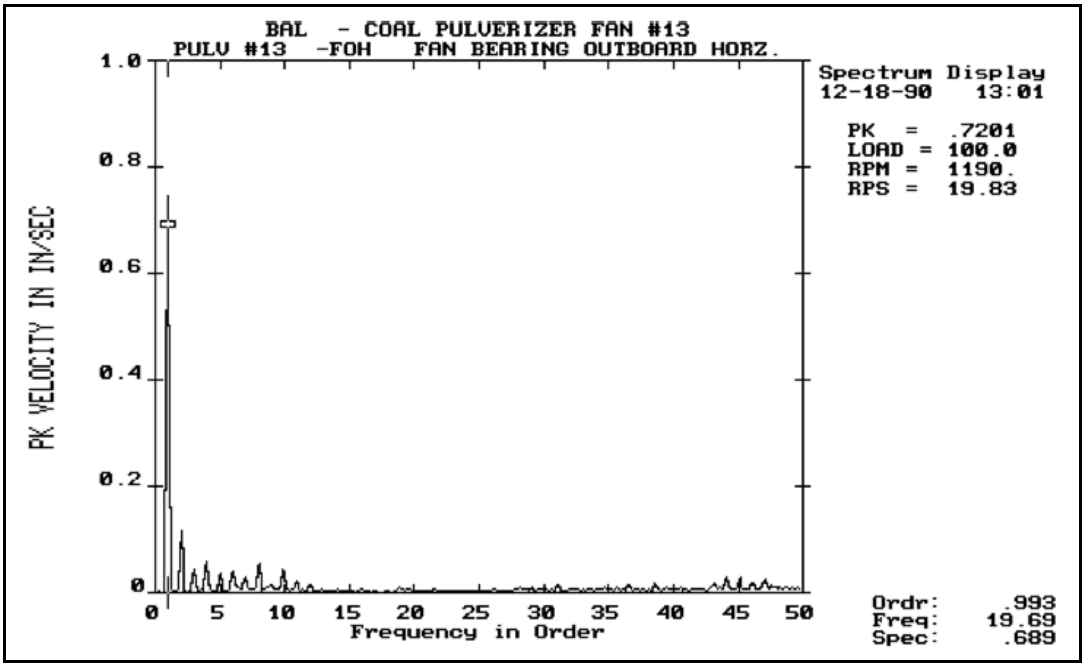
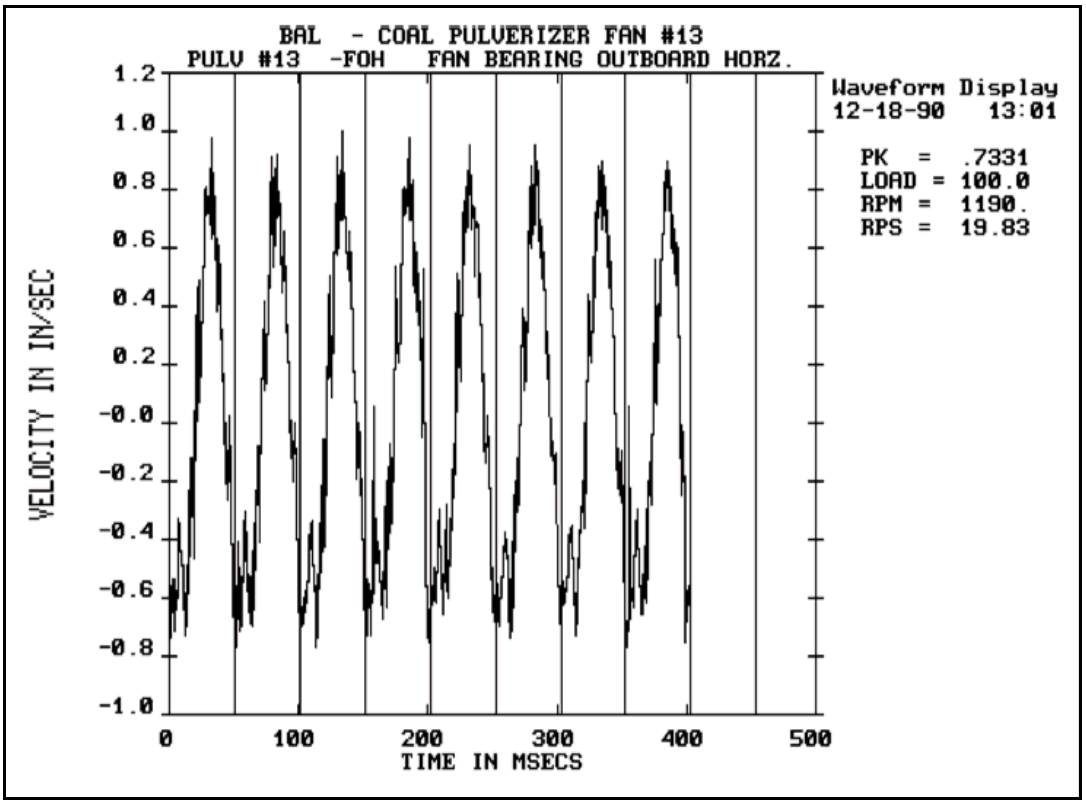

Figure 12
Figure 14
A single-spectrum view of FOH in Figure 12 reveals a major 1xTS peak. The harmonic peaks of turning speed are relatively insignificant. The harmonics are probably caused by the 1XTS vibration shaking the entire structure.
The time waveform that generated the spectrum in Figure 12 appears in Figure 14 below. The 1xTS peak that dominates the spectrum indicates not only that the waveform should appear sinusoidal, but also that the time spacing should equal the frequency of the 1xTS peak.
3) High Amplitude Turning Speed Peak (Figure 12)
5) Periodic, sinusoidal waveform (Figure 14)